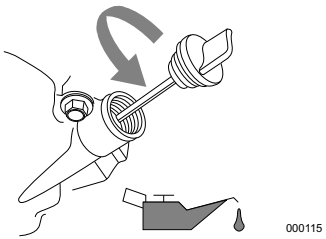

Figure 2-12. Remove Dipstick
3. Remove oil fill cap and wipe dipstick clean. See ***Figure 2-12***.